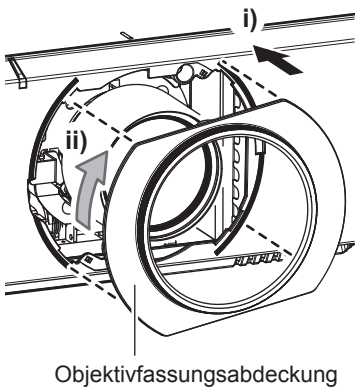

Abb. 3
3) Bringen Sie die Objektivfassungsabdeckung an. (Abb. 3)